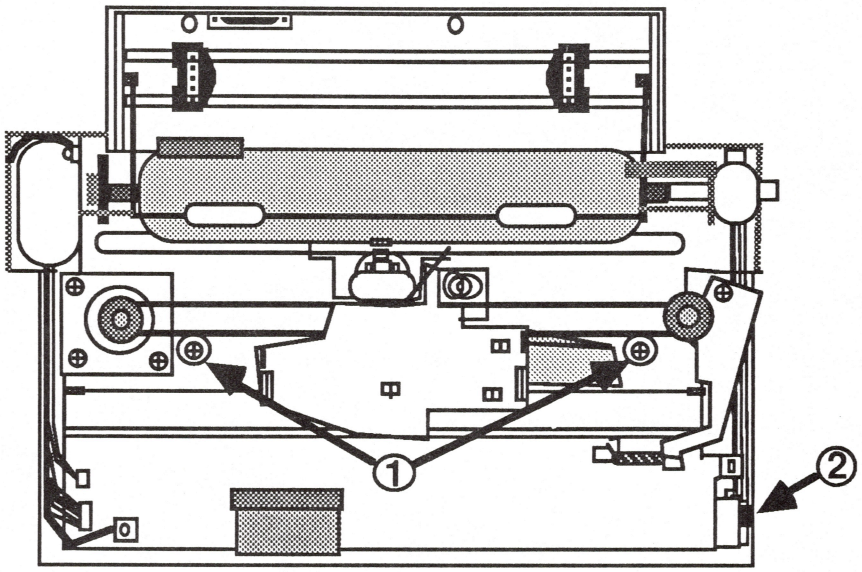

FIGURE 26
1. Tilt the mechanical assembly into the plastic case. Keep the right side lifted and connect the two plug connectors (see Figure 26, #2).
3. Replace the two screws (see Figure 26, #1).